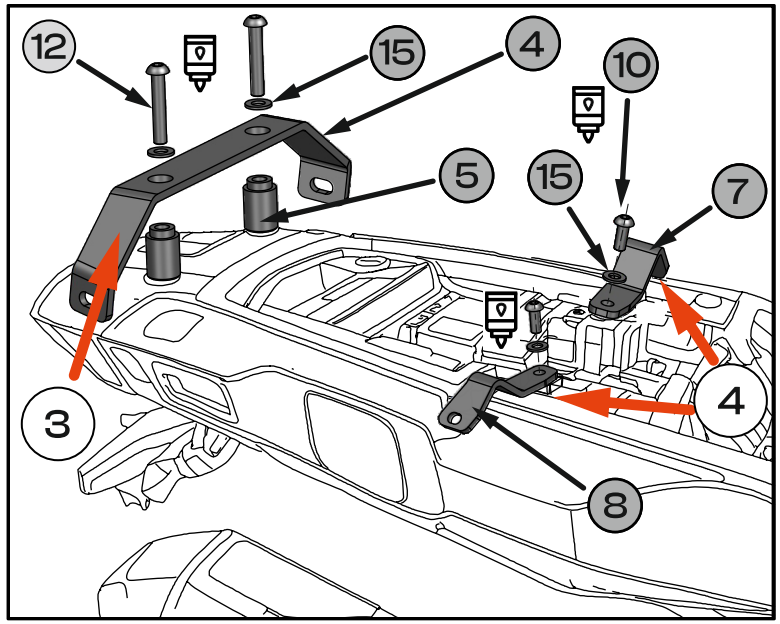

Fig. 4
3. Install and fasten the rear support bracket **[4]** to the motorcycle at the indicated mounting point using bolts **[12]** with washers **[15],** applying spacer **[5] [Fig. 4]** **Apply medium-strength threadlocker.**
4. Install and fasten the left and right brackets **[7], [8]** to the motorcycle at the indicated mounting points using bolts **[10]** with washers **[15]. [Fig. 4]** **Apply medium-strength threadlocker.**